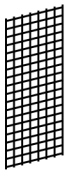
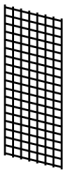

Рис. 60
Рис. 61
- Если выполненный по установочной программе образец будет соответствовать рис. 60, то следует повернуть отверткой установочный эксцентрик на 2-4 угловых градуса в направлении “A” (рис. 64). Если образец будет скошен согласно рис. 61, то необходимо повернуть отверткой установочный эксцентрик на 2-4 угловых градуса в направлении “B”.